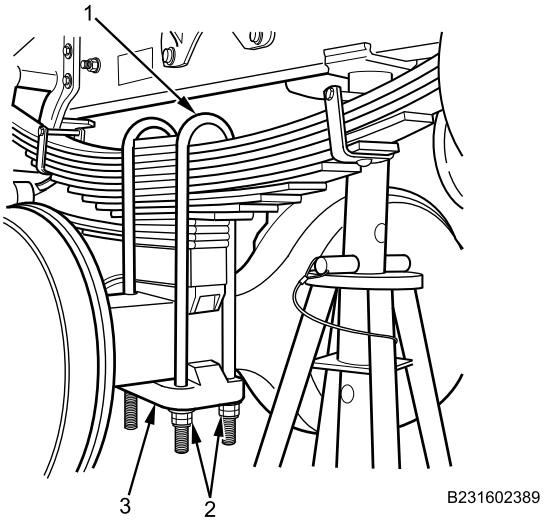

Figure 10. Rear U-Bolt.
8. Install U-bolt rear spring plate (Figure 10, Item 3) on rear U-bolt (Figure 10, Item 1).
9. Apply corrosion preventive compound to new U-bolt locknuts and washers (Figure 10, Item 2).
10. Loosely install U-bolt washers and locknuts (Figure 10, Item 2) on rear spring rear U-bolt (Figure 10, Item 1).